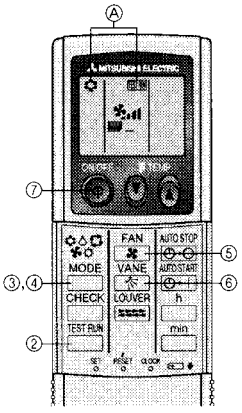

Fig. 8-2
⑦ Release test run by pressing the [ON/OFF] button. ➡ Stop
⑧ After the checks, always turn off the power.
8.2.2. Using wireless remote controller (Fig. 8-2)
① Turn on the power to the unit at least 12 hours before the test run.
② Press the TEST RUN button twice continuously.